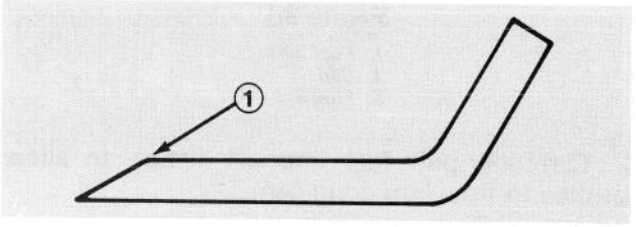

Figure 35
5. Using a file, sharpen cutting edge at both ends of the blade (Fig. 35).
IMPORTANT: Sharpen top side of blade and maintain original cutting angle to assure a sharp cutting edge (Fig. 35). The blade will remain balanced if same amount of material is removed from both cutting edges.